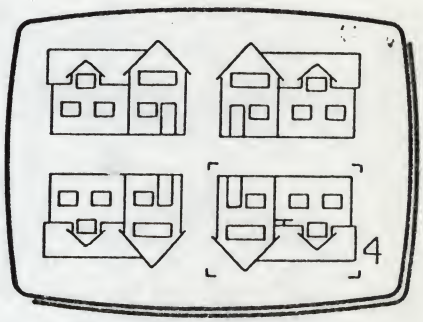

Fig 4
14 Plant the house as (4) in Fig 4. The house is now mirrored about both vertical and horizontal axes.